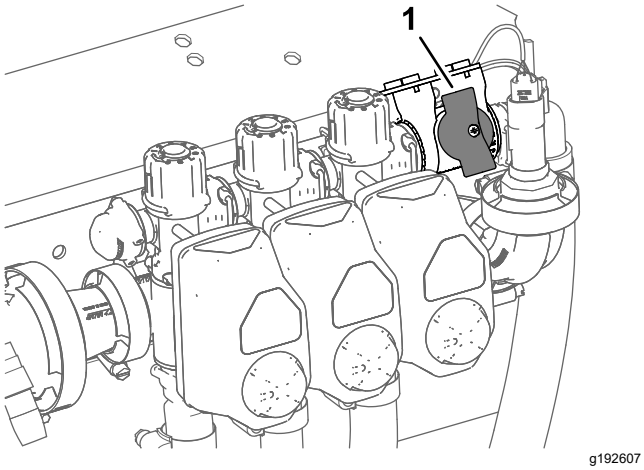

**Figur 48**
4. Om maskinen används i spruthastighetsläget måste du kontrollera att vredet för avstängningsventilen för sektionsöverströmning är i stängt läge (Figur 48).
5. Om maskinen används i spruthastighetsläget måste du kontrollera att avstängningsventilen för sektionsöverströmning är stängd (Figur 48).